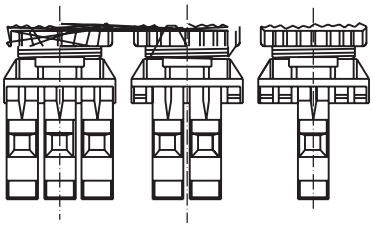

Rys.4.
Łączniki (5) mocowane są do korpusu pośredniego (4) zatrzaskowo - rys. 4.. Do korpusu (4) można mocować 1...6 łączników lub 1 do 4 w wersji podświetlanej - rys.4.